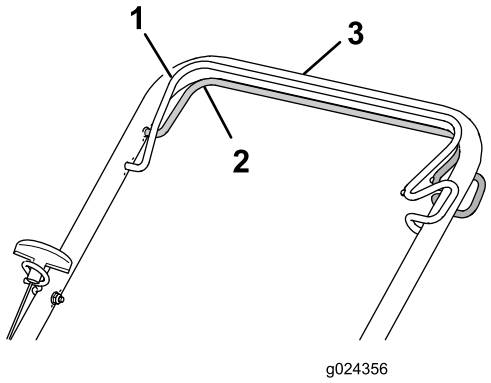

Figur 16
- **Så här aktiverar du självdrivningsfunktionen:** Dra in självdrivningsstången mot handtaget och håll kvar den där (Figur 16).